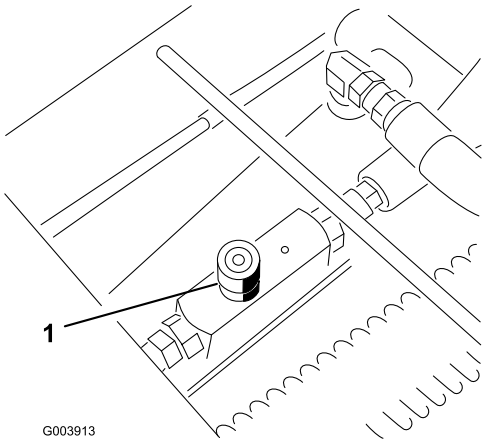

Figur 74
1. Lokalisera ventilen bakom åtkomstpanelen ovanför förarplattformen (Figur 74).